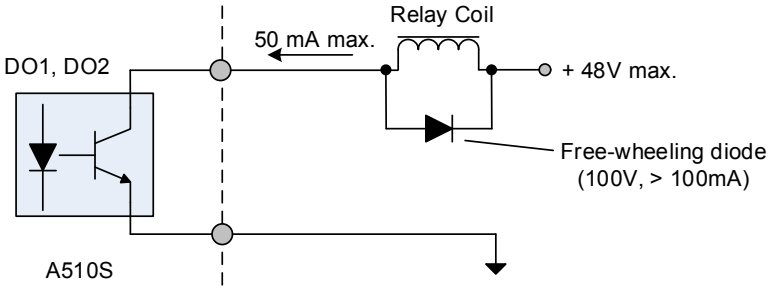

Fig. 3.17.2 Photo-Coupler Connected to an External Relay
(4) When the digital multi-function output terminals (DO1, DO2) are connected to an external relay, a freewheeling diode should be connected across the relay coil to prevent an inductive voltage spike from damaging the output circuitry as shown in Fig. 3.17.2 below.